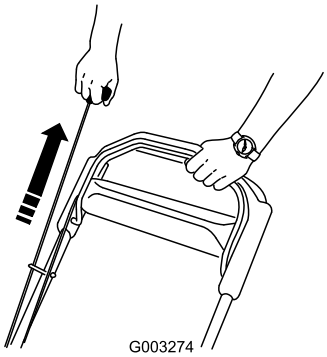

Bild 13
4. Ziehen Sie den Rücklaufstarter (Bild 13).